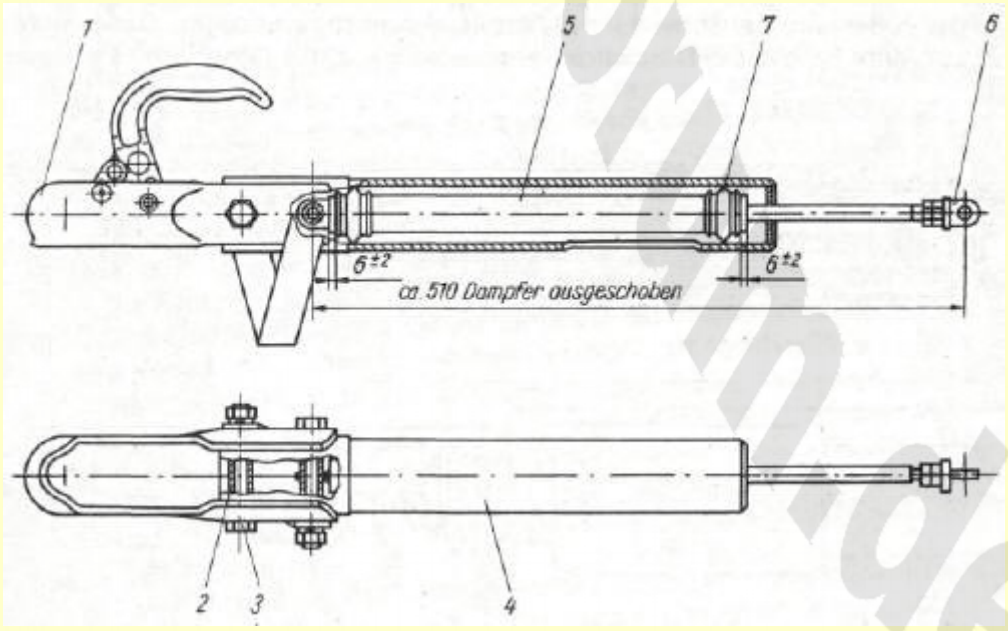

Bild 4.72. Auflaufkopf der mechanischen Auflaufbremse
- Schraubverbindung 3 zwischen Kugelkupplung und Kupplungsrohr abschrauben, Federring abnehmen und Schraube herausziehen bzw. vorsichtig herausschlagen, Stütze wegnehmen (Bild 4.72).